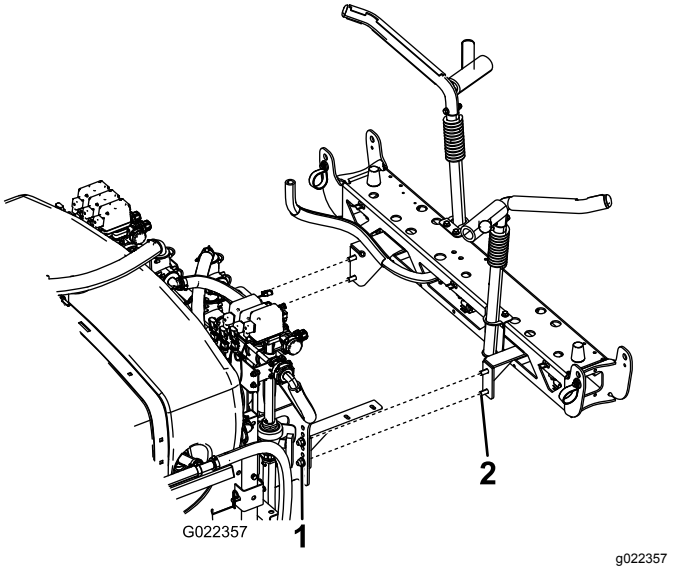

**Figur 19**
2. Monter midterbomsamlingen gennem det tredje hul fra bunden af beslagene på sprøjtesystemsamlingen som vist i Figur 19, med fire bolte (½" x 1¼") og 4 låsemøtrikker (½").